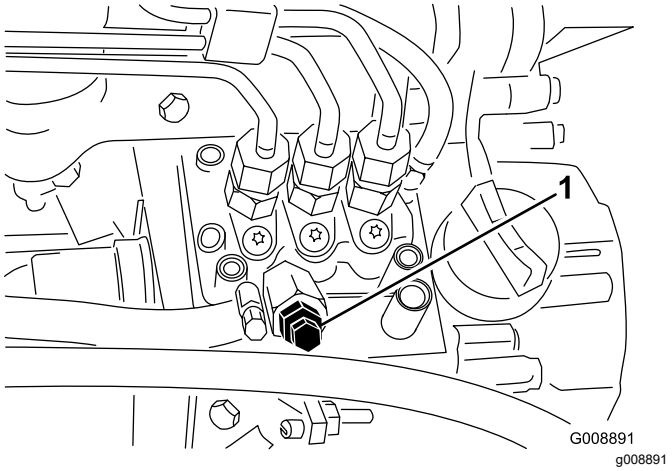

Figur 45
4. Åbn udluftningsskruen på brændstofindsprøjtningspumpen (Figur 45).